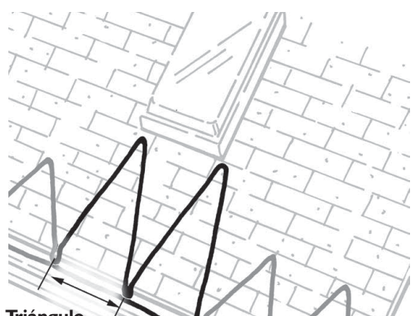

Figura 5. Diseño de los triángulos cerca de un tragaluz
- **Diseño para los tragaluces:** Las zonas de tragaluces con problemas son tratadas también con el "diseño de triángulos." Sin embargo, la altura de los triángulos debe ser mayor que la de los del alero del techo.Aumente la altura de los triángulos hasta llegar a una línea de tejas (5$^1/_2$ pulgadas [15 cm]) por debajo del tragaluz. La base se mantiene en 15 pulgadas (38 cm) (Véase la Figura 5).